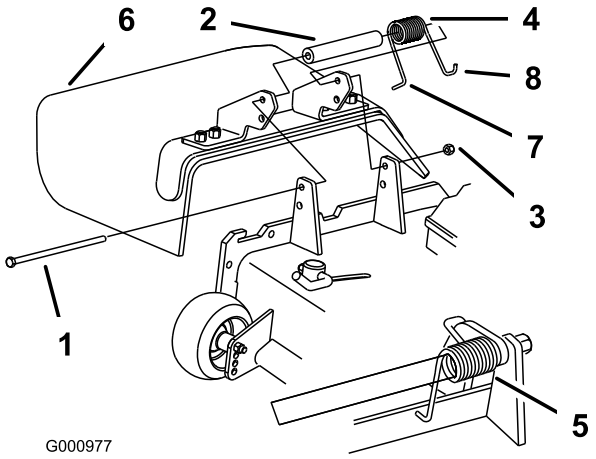

Figur 80
1. Fjern låsemutteren, bolten, fjæren og avstandsstykket som holder avlederen festet til svingbrakettene (Figur 80). Fjern den skadde eller slitte gressavlederen.
Merk: Påse at L-enden av fjæren er montert bak enhetskanten før du monterer bolten som vist i Figur 80.
3. Monter bolt og mutter. Plasser **J**-krokenden av fjæren rundt gressavlederen (Figur 80).